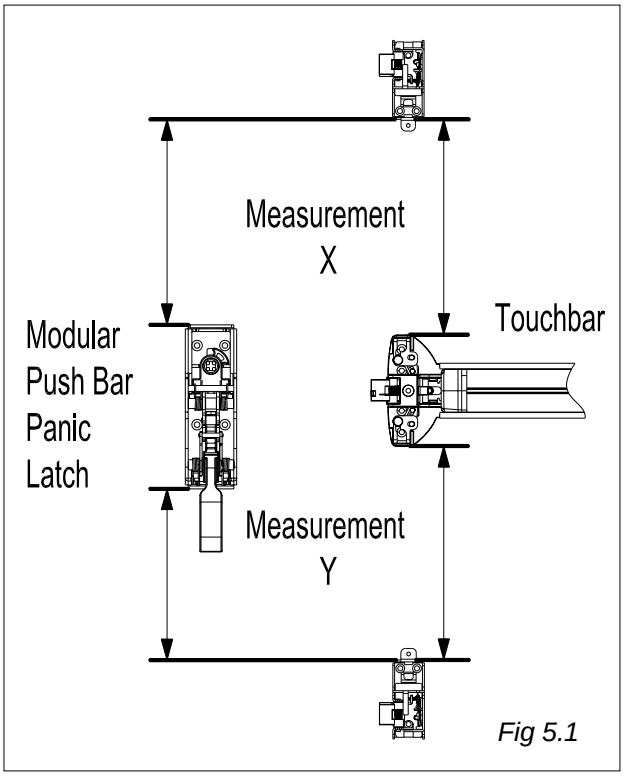

Fig 5.1
4) To fit Pullman rods: If the rod require shortening, take measurements: X and Y (**see Fig 5.1**).